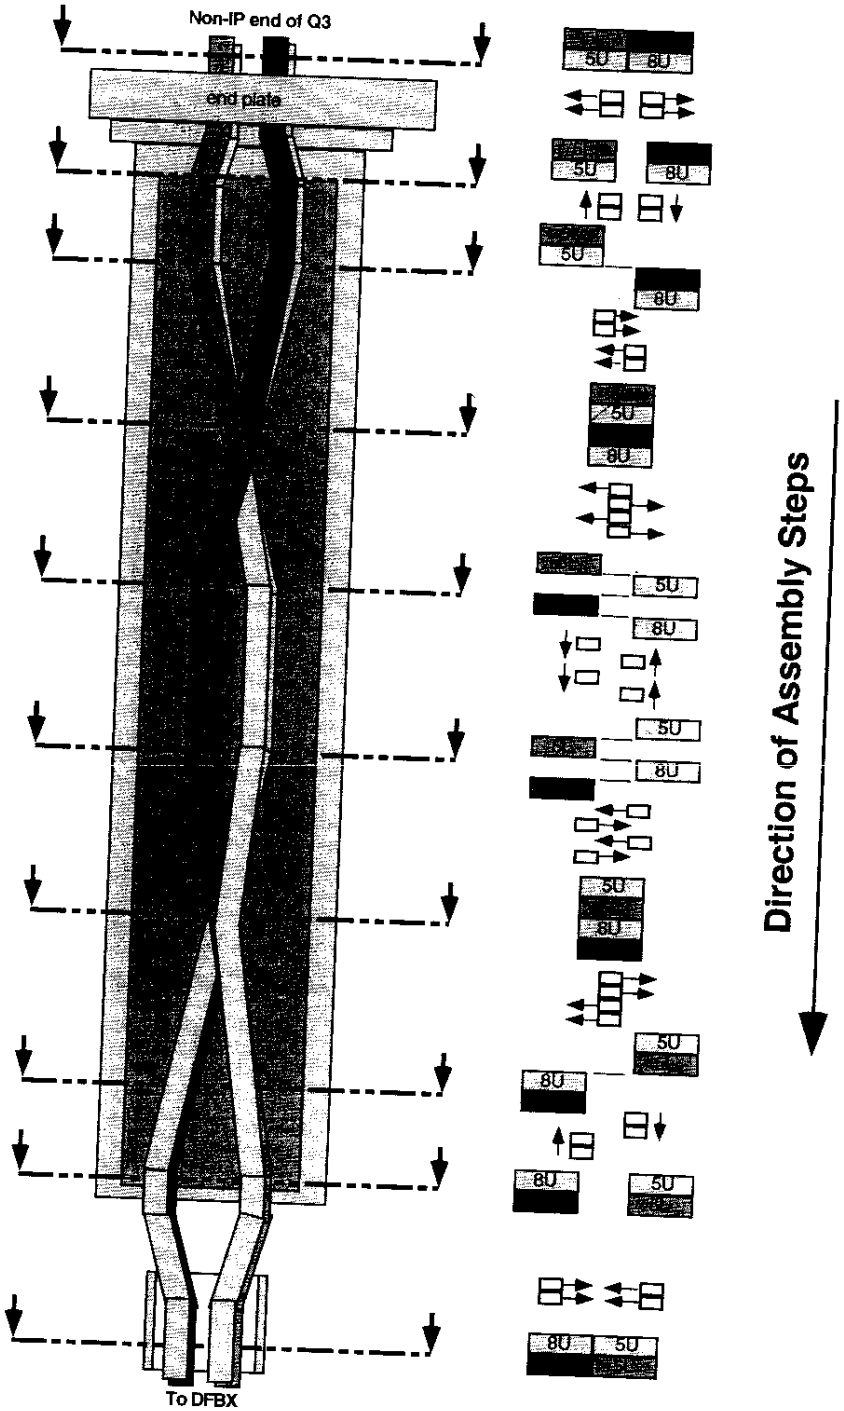

Figure 17.1-A
17.1 Route Non-IP End cables into crossover assembly on Non-IP End as shown in figure 17.1-A.